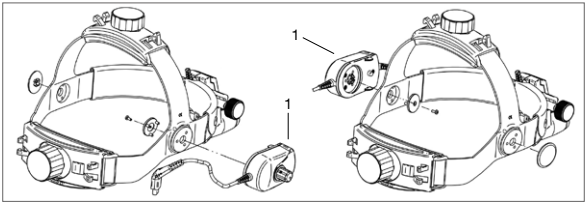
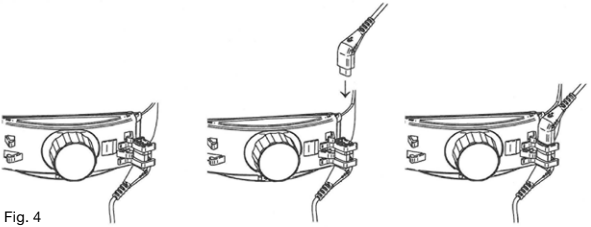

Fig. 3 Montaggio del regolatore stringitesta
Fig. 4
Il Regolatore di Luminosità (1) può essere montato sul lato sinistro o destro del Caschetto (fig. 3) La luminosità (1) può essere regolata in continuo girando la manopola del Regolatore di Luminosità.
Per configurare la lampada ML4 LED con mPack o EN50, collegare il cavo corto proveniente dal Regolatore di Luminosità con il cavo di connessione Cinch di mPack UNPLUGGED e fissarlo nella parte posteriore del caschetto (Fig. 4). Collegare lo strumento alla presa-Cinch di mPack o EN50. Il regolatore (1) (Fig. 3) permette di regolare la luminosità o di accendere e spegnere l'apparecchio.